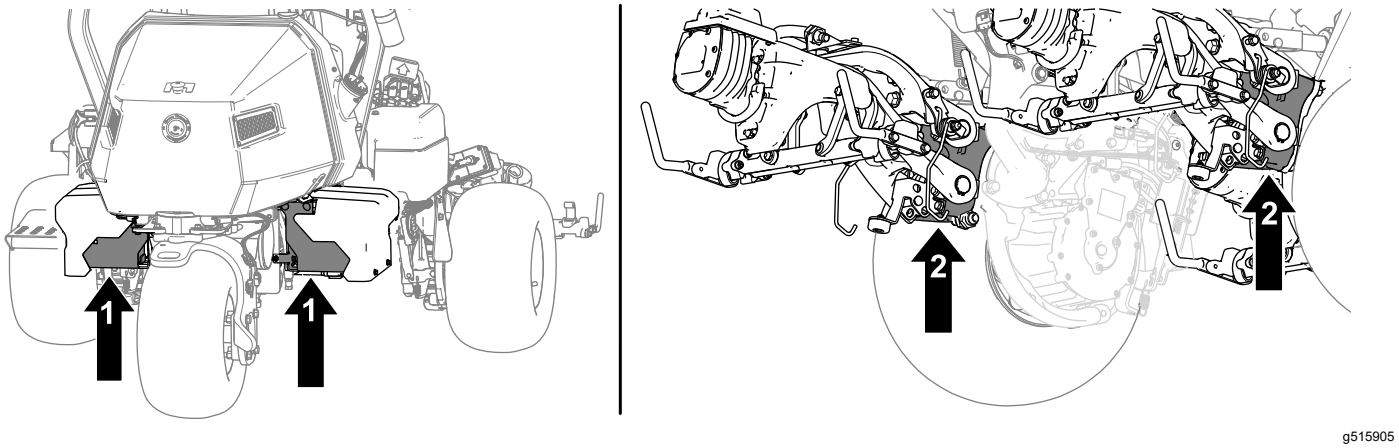

Bild 41
2. Die Maschine nach dem Aufbocken an den folgenden Stellen mit Ständern sichern (Bild 41):